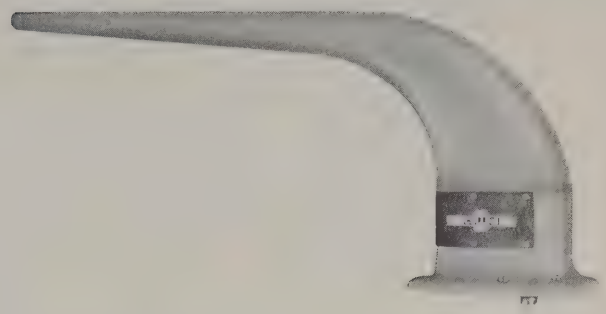

Figure 1-5. 37R-1 VHF Communications Antenna
1.2.4 COMMUNICATIONS ANTENNA 37R-1. See figure 1-5. The 37R-1 is a quarter-wave antenna designed to receive or transmit vertically polarized signals. It has a standing-wave ratio of less than 2 to 1 in the frequency range from 118.0 to 136.0 mc. The antenna is connected to the 51X-2 Receiver by a 52-ohm coaxial cable terminated in a UG-21/U connector. Because the receiver uses the smaller type 52-ohm cable, a BNC-to-N adapter is necessary for reducing the antenna connector to the receiver cable.